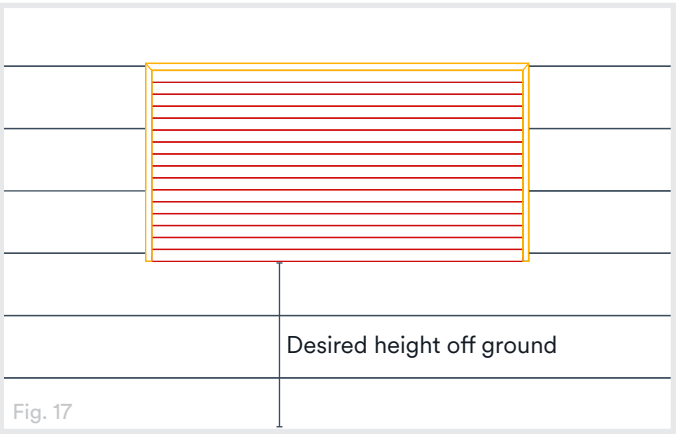
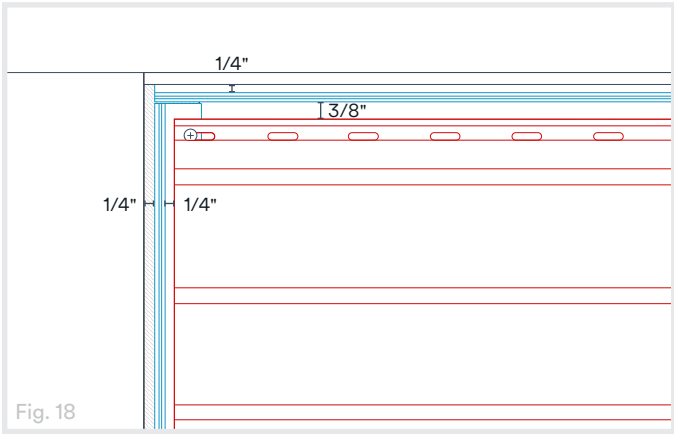

Fig. 17
Fig. 18
1. Refer to the image below for the recommended installation layout (Fig. 17) and appropriate spacing measurements (Fig. 18). SlatWall panels should start and finish on stud locations. Identify stud locations and leave adequate space between Wall&CeilingBoard, SlatWall panels, and the Universal Base for the Snap-In H Trim, which transitions between the two. Suggested spacing is the same for both horizontal and vertical Trusscore Wall&CeilingBoard installation orientations.
4. Install your Trusscore Wall&CeilingBoard panels as previously detailed, leaving an opening for your SlatWall installation as determined by the spacing guidance provided in Step 1 (Fig. 18).